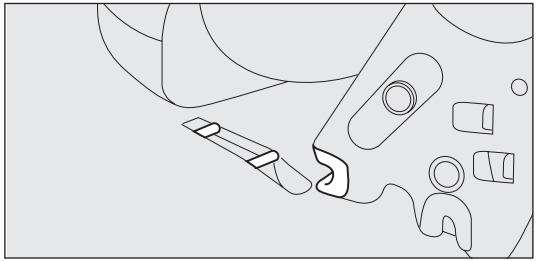

fig. 26e
- ❒ attach the hooks to the floor fig. 26e;